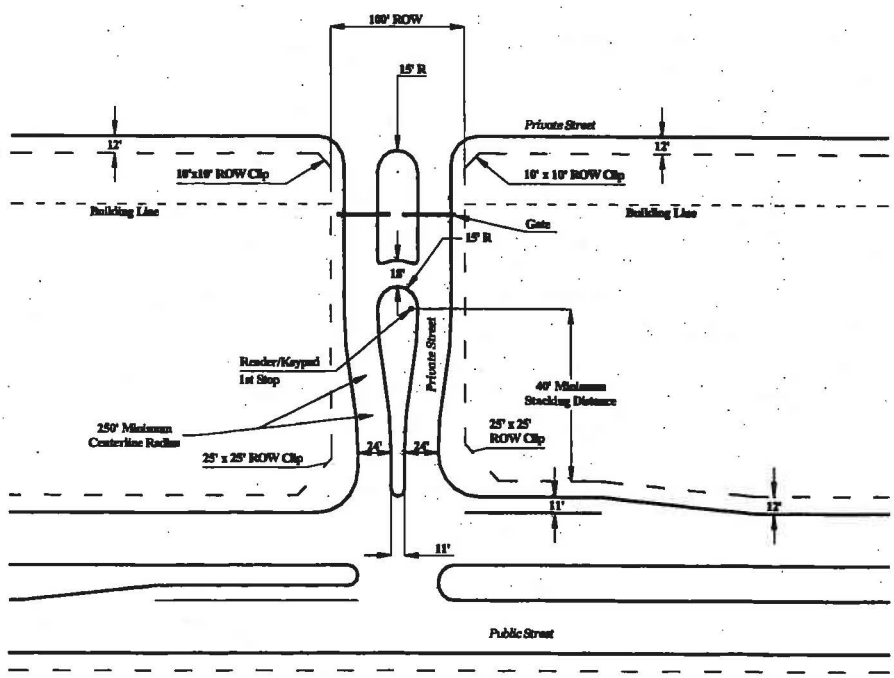

FIGURE 11.12: Gated Entrance Detail
C. The travelway shall be a minimum of twenty-four feet (24') in width. See Figure 11.12.